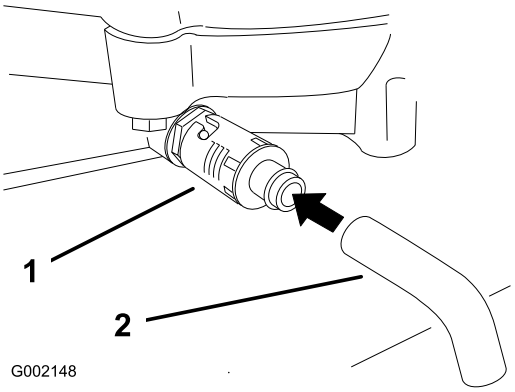

Figur 21
4. Placer en bakke under aftapningsproppen. Drej oliedræningsventilen, så olien kan løbe ud (Figur 21).